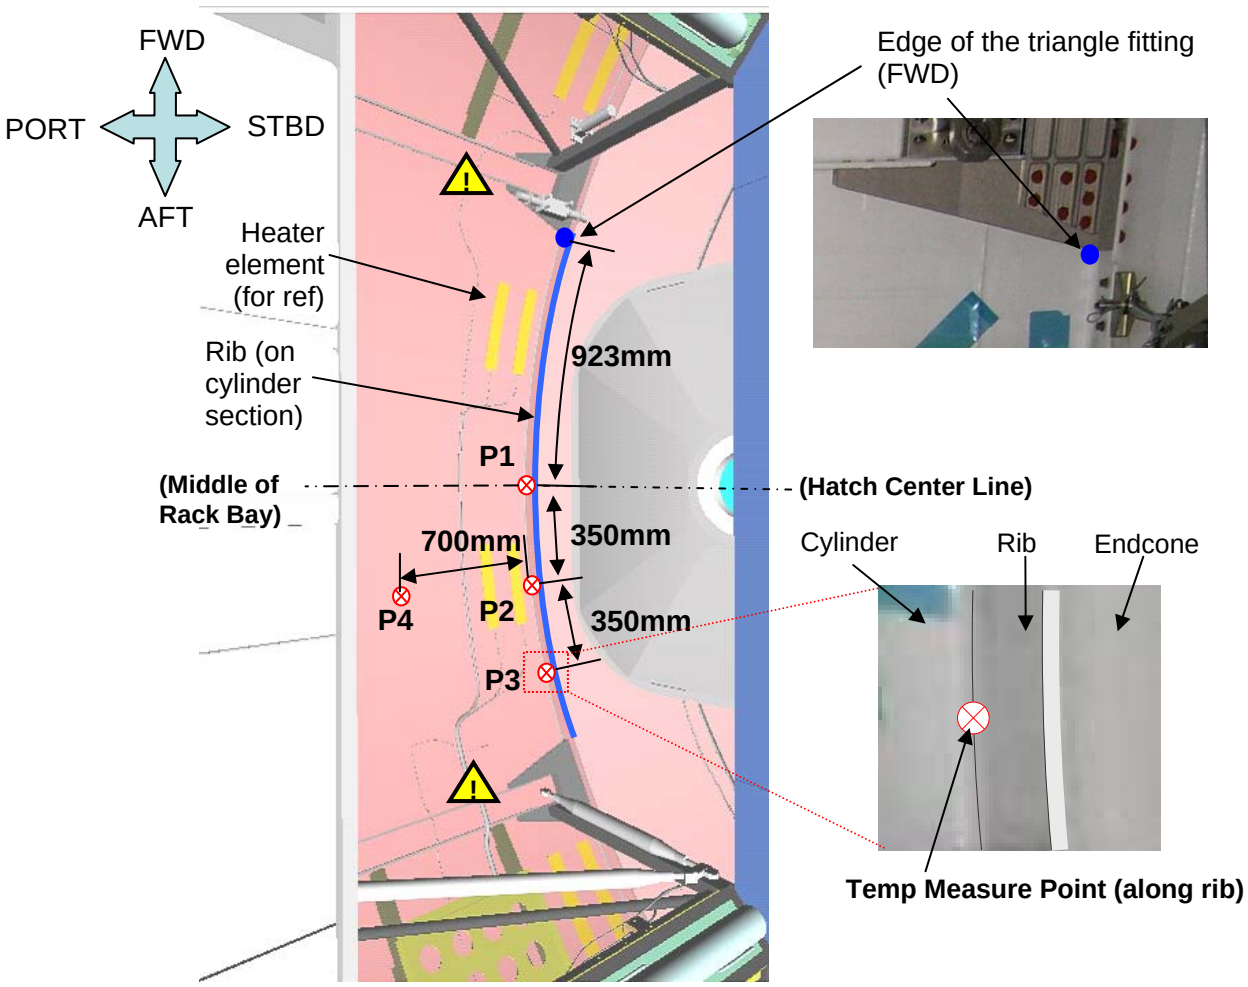

Figure 6.- Measurement points behind ICS Rack (Deck/Port).
3. Redundant Heater elements are not shown in Figure 6.
Refer to Figure 6.